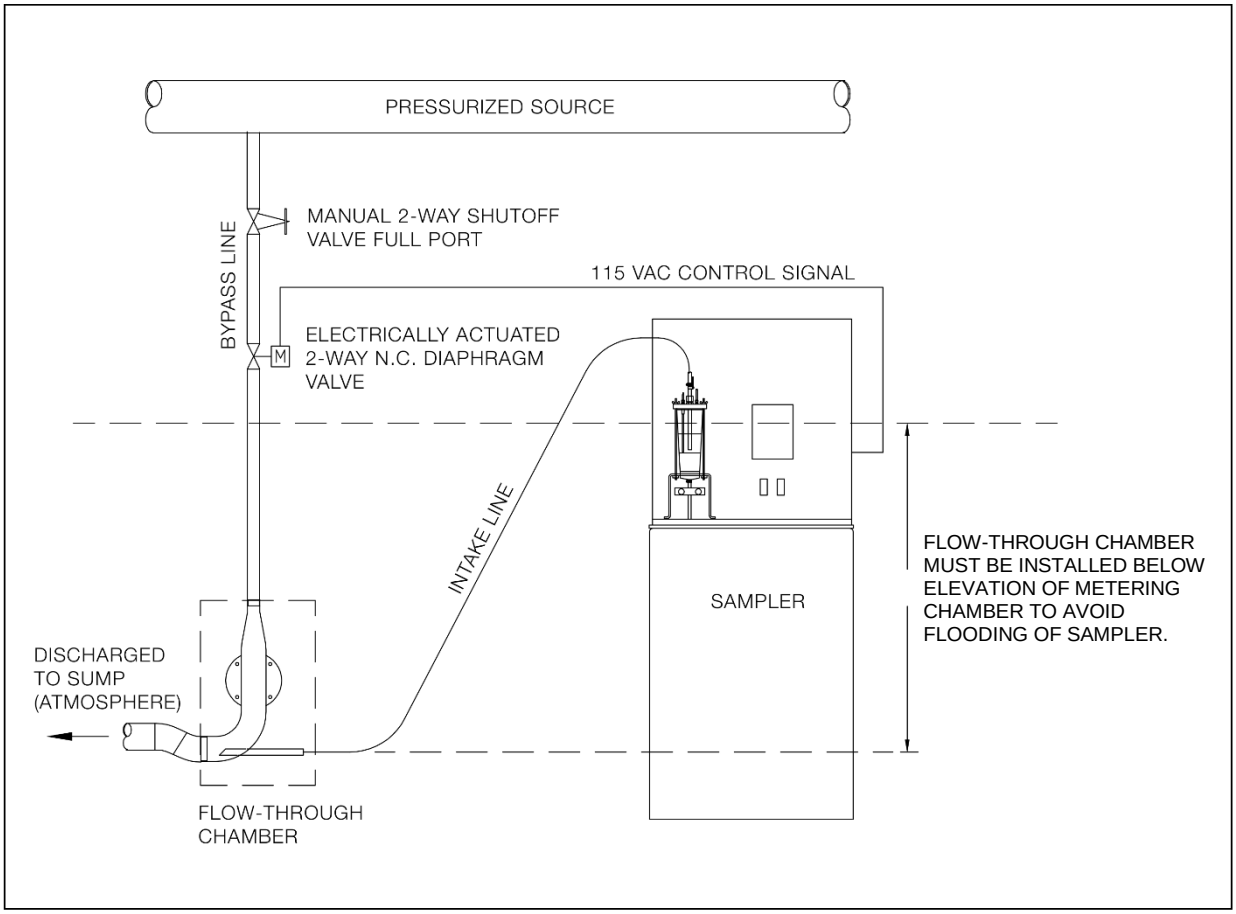

FIGURE 5-9. Flow-through chamber for pressurized source
3. **Flow-Through Chamber.** Divert liquid from the pressurized line to a "wet well" or secondary pool, and attach this component to it, as shown in FIGURE 5-9.